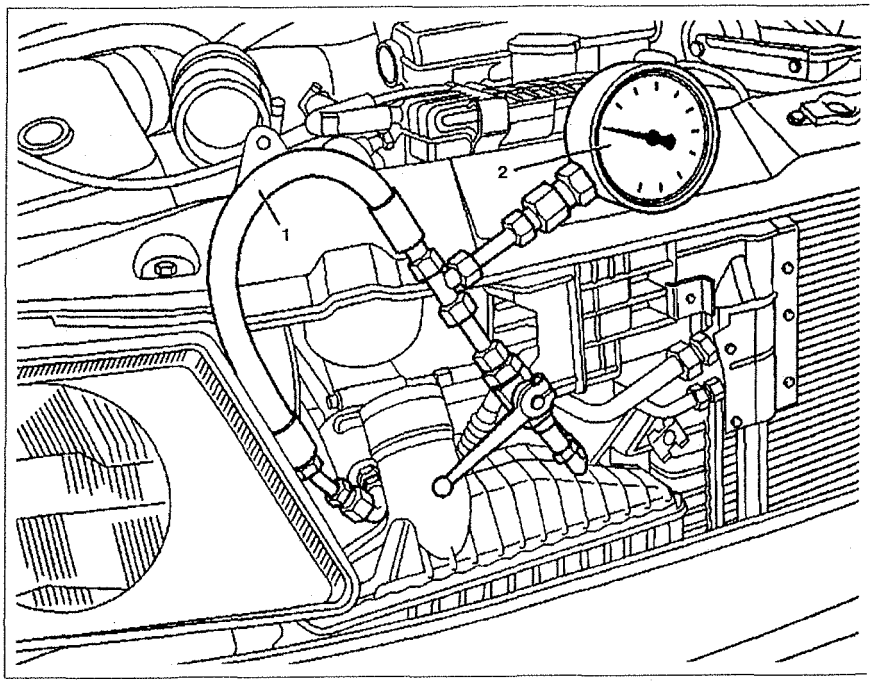

Рис. 8.7. Проверка давления в насосе усилителя рулевого управления:
4. Присоедините манометр **2** (см.рис.8.7).